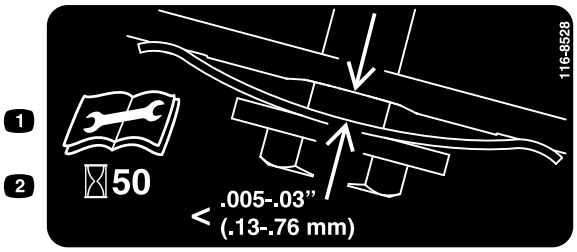

Figure 33
3. Placez une jauge d'épaisseur entre 0,13 et 0,76 mm (0,005 et 0,03 po) contre la paroi et faites-la glisser vers le bas derrière le ressort de tension de la courroie; voir Figure 33.